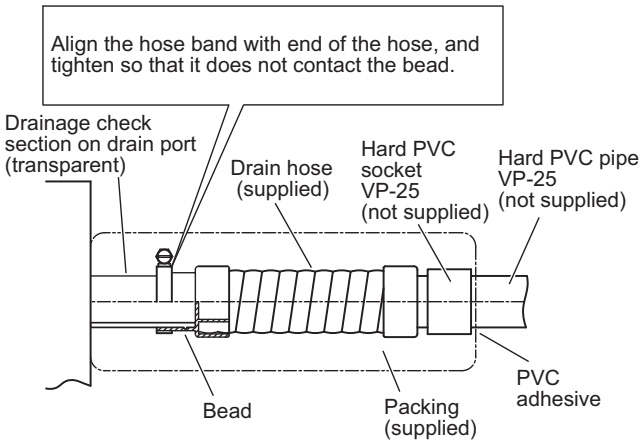

Fig. 2-103
The transparent drain part on the unit allows you to check drainage. (Fig. 2-103)
- **Tighten the hose clamps so their locking nuts face upward. (Fig. 2-103)**